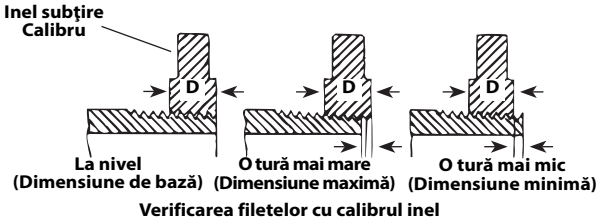

Figura 16 – Verificare dimensiune filet
3. Verificaţi dimensiunea filetului. Metoda preferată a verificării dimensiunii filetului este un calibru inelar. Există diferită tipuri de calibre inelare şi utilizarea lor poate diferi faţă de ce este arătat în *Figura 16*.